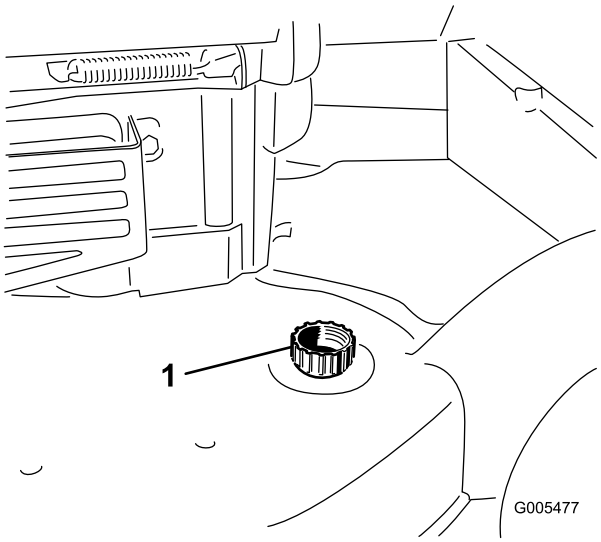

Figura 40
3. Collegate una canna da giardino al rubinetto dell'acqua ed al foro di lavaggio sulla scocca del tosaerba (Figura 40).